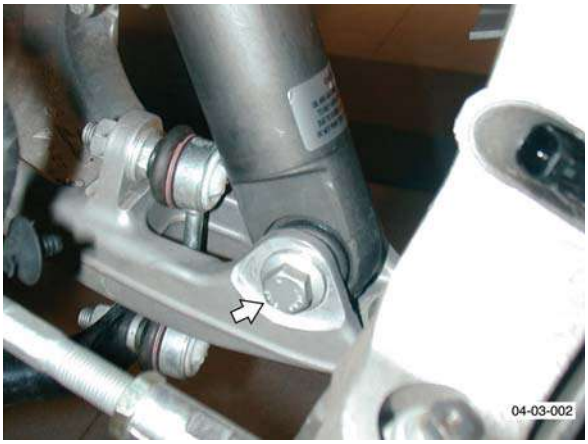

Fig. 6
9. Remove nuts and bolts (each side) from damper lower mountings (see Fig. 6).